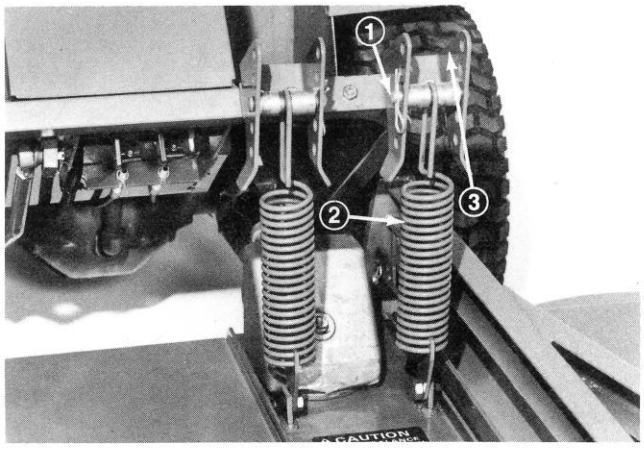

Figure 24
2. Remove clevis pins from brackets to separate springs from brackets (Fig. 24).